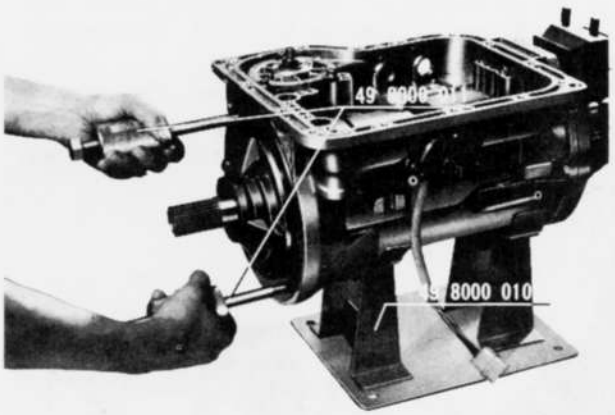

Fig. 2-14 Removing oil pump
10. Pull out the oil pump with the oil **Oil pump remover** (49 8000 011) as shown in Fig. 2-14.